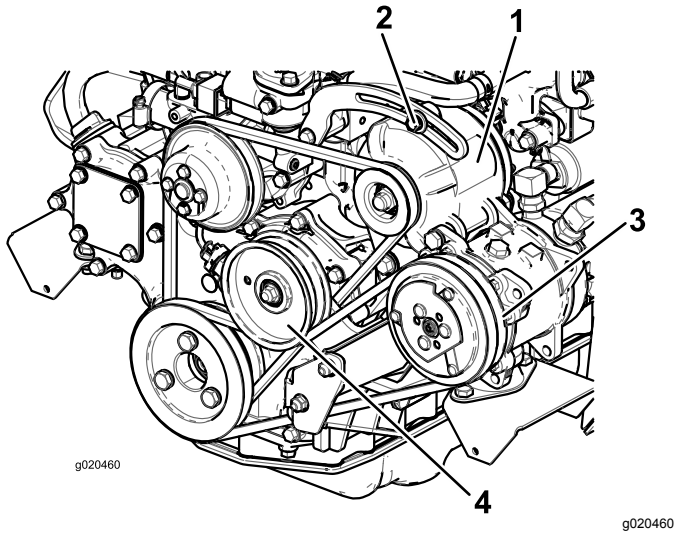

Figur 74
Om nedböjningen inte är 10 mm lossar du generatorns fästbultar (Figur 74).
2. Om nedböjningen inte är 10 mm ska du lossa mellanremskivans fästbult (Figur 74).